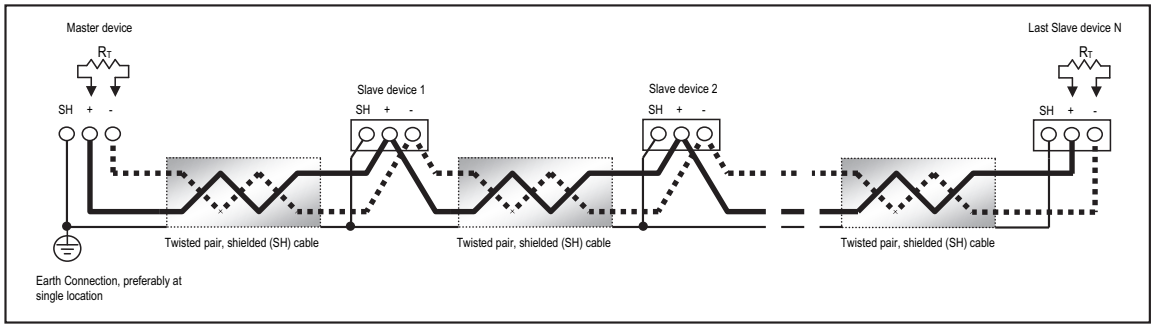

Figure 5.5: RS485 Daisy Chain Connection
- Connect shield to RS485 client and individual devices as shown in Figure 5.5. You may also connect the shield to earth-ground at one point.
- Termination Resistors (RT) may be needed on both ends for longer length transmission lines. However, since the meter has some level of termination internally, Termination Resistors may not be needed. When they are used, the value of the Termination Resistors is determined by the electrical parameters of the cable.
Figure 5.5 shows a representation of an RS485 Daisy Chain connection. Refer to Section 5.1.2.1 for details on RS485 connection for the Unicom 2500.